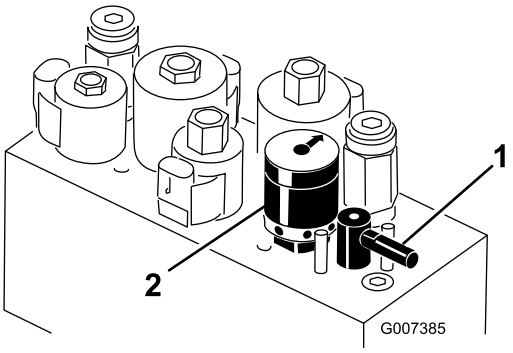

Figur 57
5. Vrid slipningsspaken till läget ”R” (Figur 57).
6. Vrid cylinderhastighetsreglaget till inställningen 1 (Figur 57).